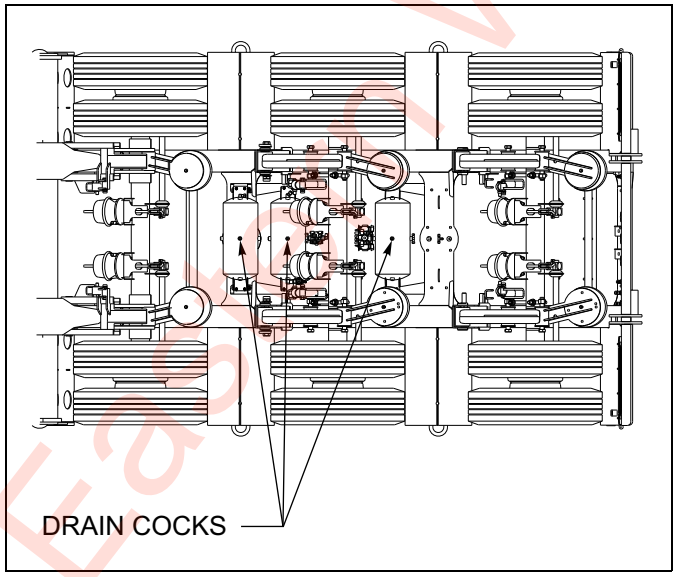

Figure 4-9: Drain Cock Locations
4. Drain air reservoir daily. A drain cock on the bottom of each air reservoir vents the tank to drain collected water and oil. If held open, air pressure in the tanks is relieved, causing the emergency or parking brakes to be applied **(See Figure 4-9.)**